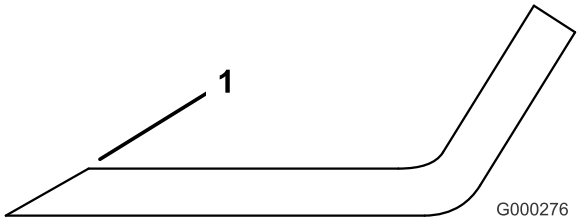

Figur 23
3. Undersøk kniveggene på alle knivene. Slip kniveggene hvis de er sløve eller har hakk. Slip bare den øvre delen av kniveggen, og opprettholde den originale klippevinkelen for å sørge for at kniven blir skarp (Figur 23). Kniven opprettholder balansen hvis like mye metall fjernes fra begge kniveggene.